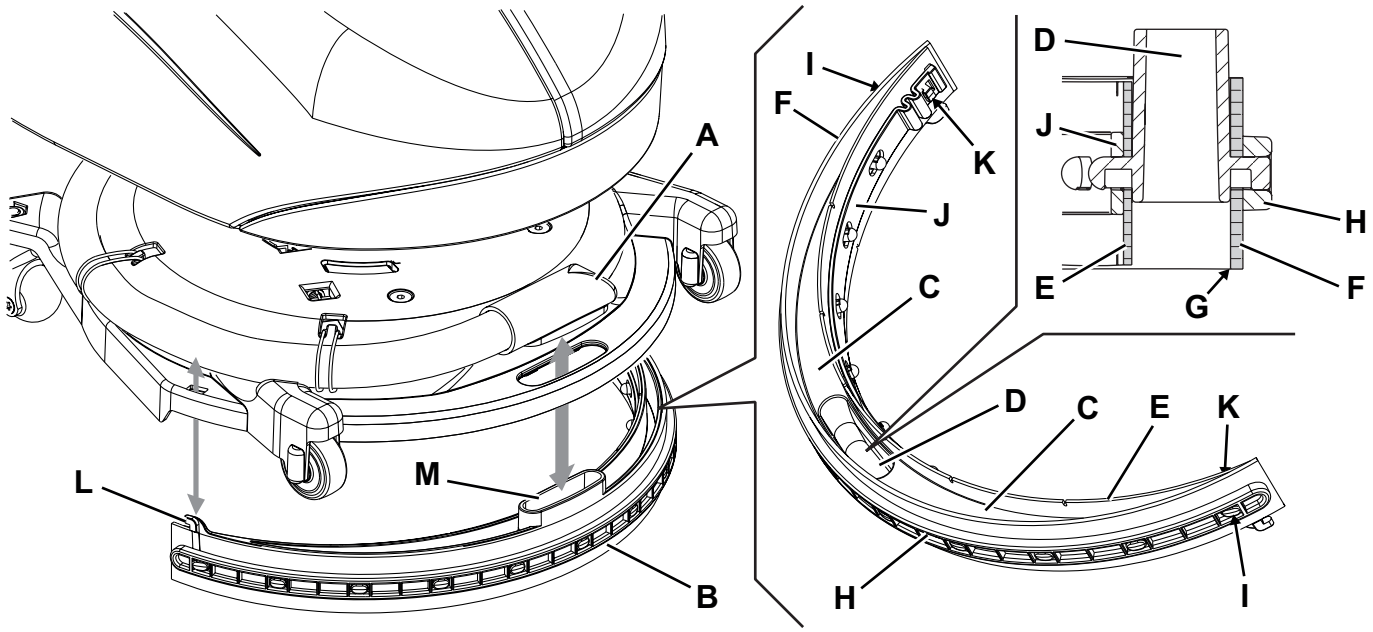

Abbildung 6
2. Sicherstellen, dass sich der Wählknopf (31) in der Position „0“ befindet, den Steckverbinder der Batterie (7) trennen.
3. Den Bürsten-/Padhalterkopf (12) bis zum Anschlag gegen den Uhrzeigersinn drehen.
4. Das Ansaugrohr (A, Abb. 6) von der Sauglippe lösen.
5. Die Sauglippe (B) aus dem Kopf ausbauen.
6. Sauglippe abspülen und reinigen. Insbesondere Förderöffnungen (C) und Ansaugöffnung (D) von Schmutz und Abfällen befreien.
7. Überprüfen, ob der vordere (E) und der hintere Gummi (F) unversehrt sind und keine Schnitte oder Risse aufweisen, gegebenenfalls austauschen (siehe nachstehender Absatz).
2. Prüfen, ob der vordere Gummi (E, Abb. 6) und der hintere Gummi (F) unversehrt sind und keine Schnitten bzw. Risse aufweisen, andernfalls müssen sie ersetzt werden. Überprüfen, ob die Vorderkante (G) des hinteren Gummis verschlissen ist. Gegebenenfalls Gummi umdrehen und eine der drei unversehrten Kanten als Vorderkante verwenden. Wenn auch die anderen Kanten abgenutzt sind, den Gummi wie folgt ersetzen:
- Das elastische Befestigungsband (H) aus den Halterungen (I) befreien und ausbauen.
- Den hinteren Gummi (F) auswechseln (oder umdrehen), dann das elastische Befestigungsband wieder einbauen.
- Das elastische Befestigungsband (J) aus den Halterungen (K) befreien und ausbauen.
- Den vorderen Gummi (E) auswechseln (oder umdrehen), dann das elastische Befestigungsband wieder einbauen.
3. Die Sauglippe (B) installieren, indem man die Haken (L) und die Ansaugöffnung (M) vorsichtig in den Sitz im Bürstenhalterkopf einführt.
4. Ansaugrohr (A) an die Sauglippe anschließen.